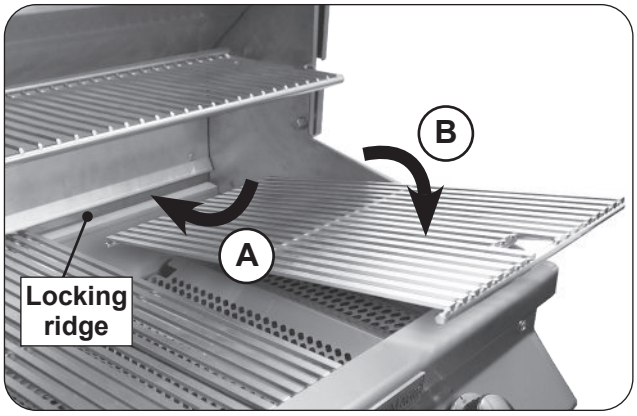

Fig. 29-2 Install cooking grids
1. Carefully place the rear of a cooking grid between the locking ridge of the rear wall (see Fig. 29-2, A). Then, carefully place the front of the cooking grid onto the front grid rest of the grill (see Fig. 29-2, B).